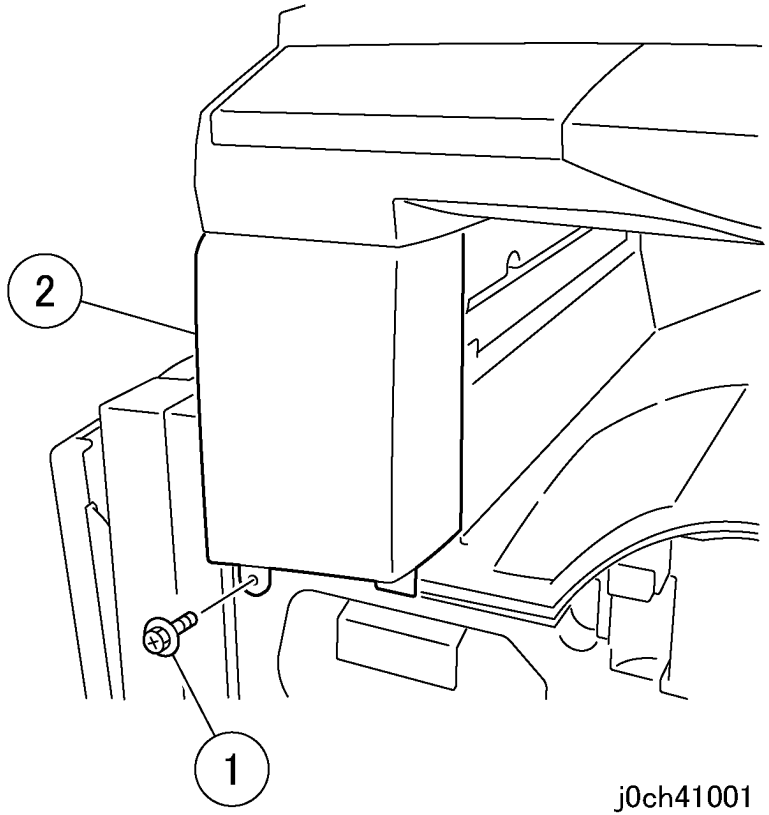

Рисунок 12 Снятие передней левой крышки (j0ch41001)
13. Снимите переднюю левую крышку (рисунок 12).